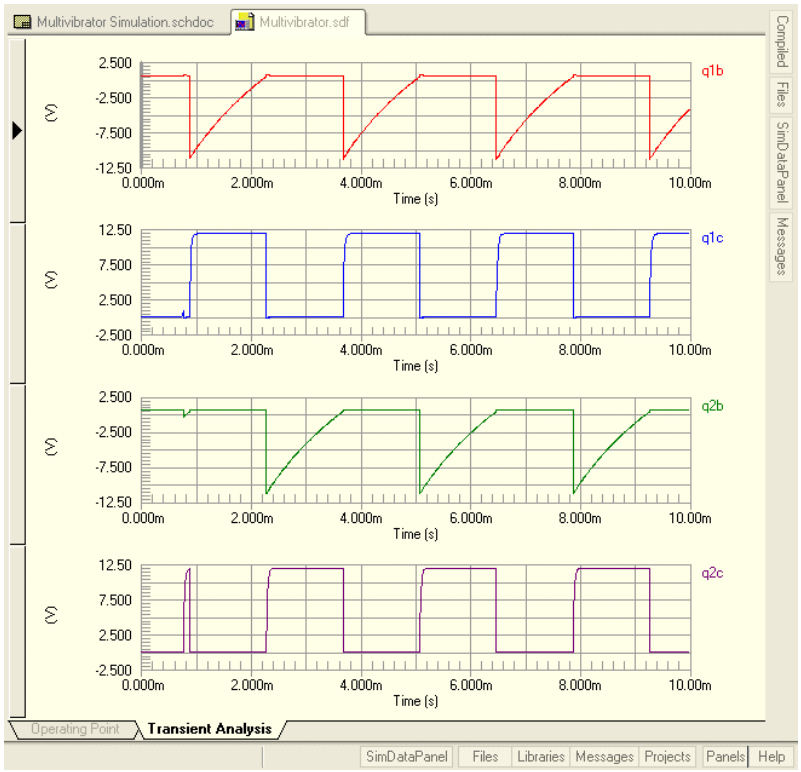

図 10. マルチバイブレータの出力波形
2. シミュレーションが終了すると、図 10 に示すような出力波形が表示されます。